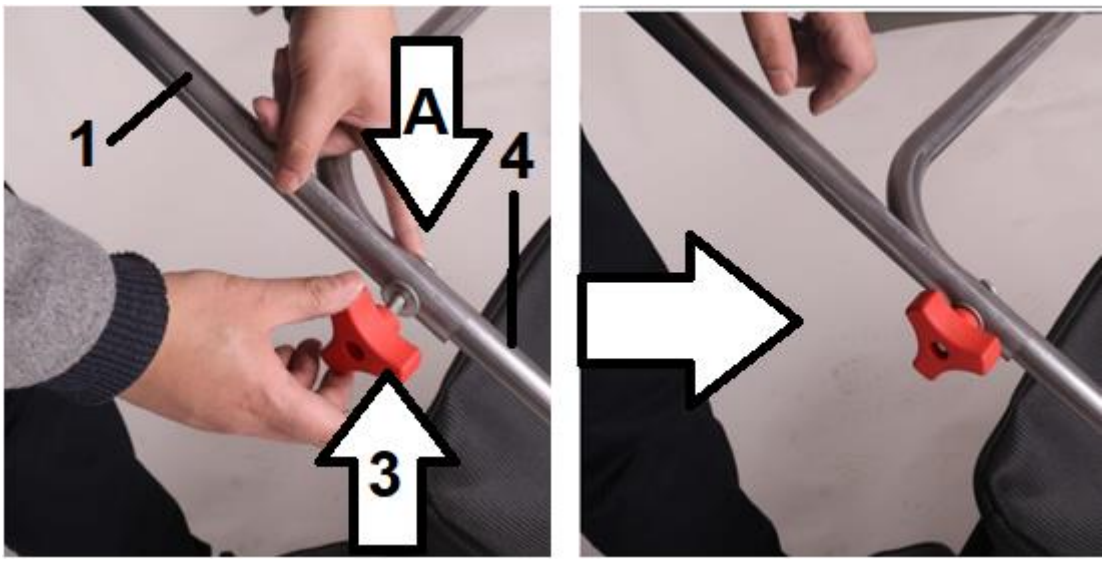

Rys. 3
2. Następnie przymocuj górny uchwyt (Rys. 3 poz. 1) do dolnego (Rys. 3 poz. 4) używając nakrętek motylkowych i podkładek (Rys. 3 poz. 3) oraz śrub (Rys. 3 poz. 3A).